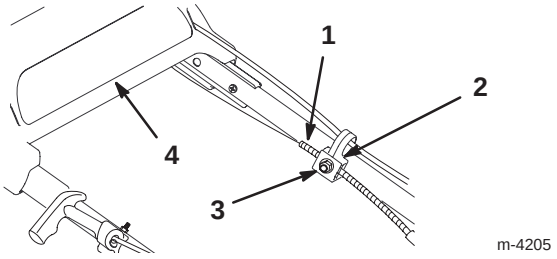

Figur 20
3. Lossa kabelns stödmutter (figur 20).
6. Drag ner kabelisoleringen (mot gräsklipparen) för att få bort spelet i kabeln (figur 20).
7. Släpp drivningsfästet samtidigt som du håller ner kabelisoleringen, och dra åt muttern på kabelstödet (figur 20).